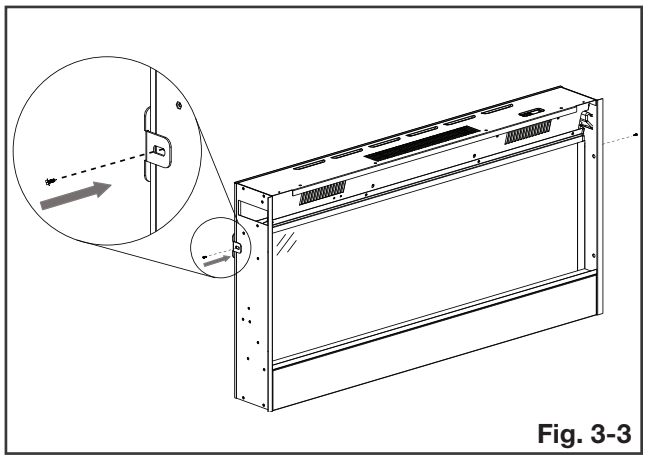

Fig. 3-3
G. Secure the appliance to the wall bracket using screws previously removed in step D **(Fig. 3-3)**.